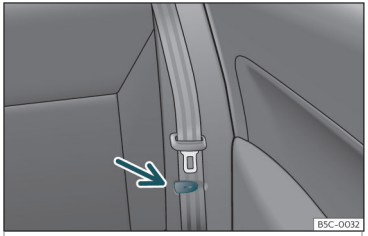

Fig. 101 Rear seat: clip to hold the seatbelt in place.
- Place the side seat belts in the trim clip >>> **Fig. 101**.